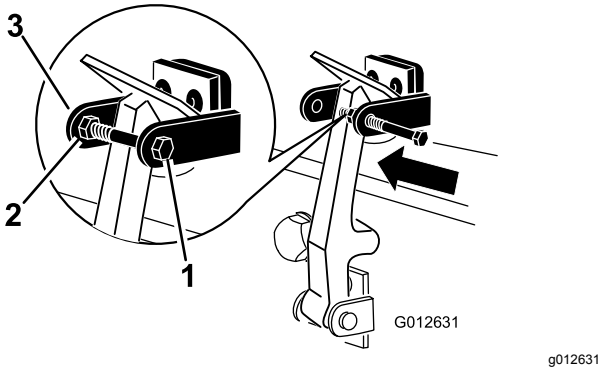

Figur 6
7. Skru bolten inn på den andre armen til panserlåsbraketten for å låse låsen i stilling (Figur 6). Stram til bolten, men ikke stram mutteren.